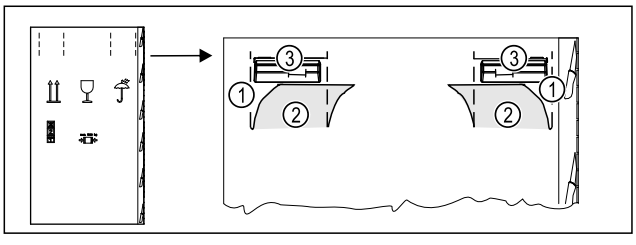

Fig. 5
▶ Tryck in förpackningskartongen ovan vid perforeringen *Fig. 5 (1)*.
▶ Dra ut intryckta flikar *Fig. 5 (2)*.
▷ Bärhandtag *Fig. 5 (3)* till höger och vänster syns.
▶ Håll skåpet i bärhandtagen *Fig. 5 (3)*.